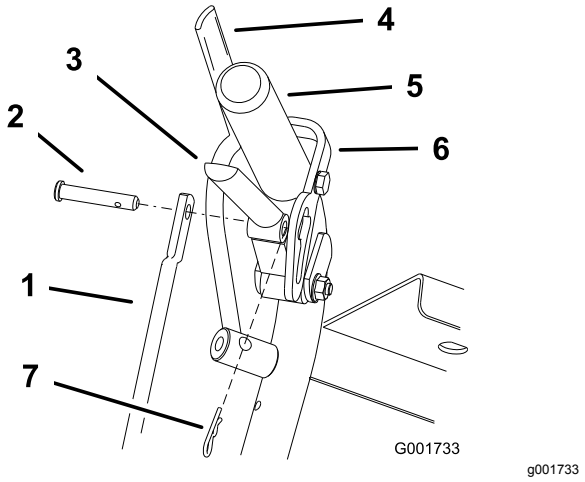

Figur 39
1. Juster stangens længde ved at løsne drivhåndtaget og fjerne låseclipsen og gaffelbolten. Drej stangen i gaflerne (Figur 39).
4. Placer gaffelbolten i drivhåndtaget (Figur 39).
6. Monter låseclipsen mellem drivhåndtagene og neutrallåsene, og før den ind i gaffelboltene (Figur 39).